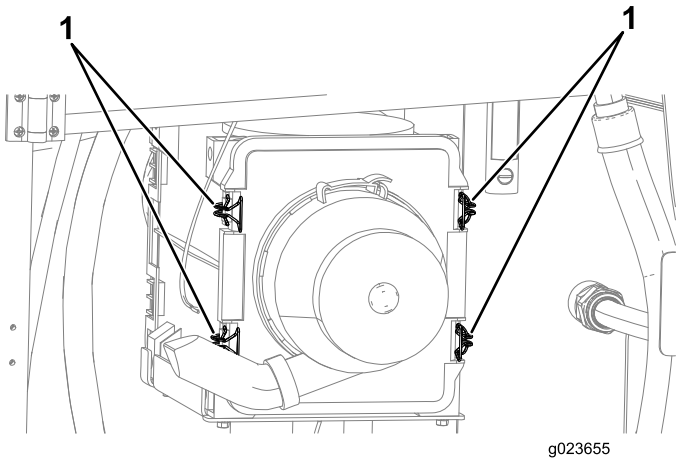

Rysunek 85
5. Przekręcić na zewnątrz 4 zatrzaski pokrywy filtra powietrza (Rysunek 85).
4. Docisnąć pokrywę filtra powietrza, aż osiądzie całkowicie na obudowie, a następnie unieruchomić ją zatrzaskami (Rysunek 85).